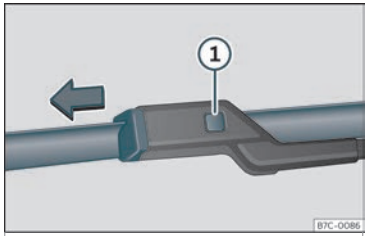

Abb. 41 Scheibenwischerblätter vorne auswechseln.
- Entriegelungstaste››› Abb. 41 (1) gedrückt halten und gleichzeitig das Scheibenwischerblatt in Pfeilrichtung abziehen.